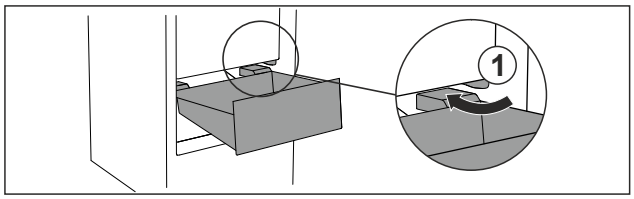

Fig. 116
- ▶ Guide drawer in at an angle around the stoppers *Fig. 116 (1)*.